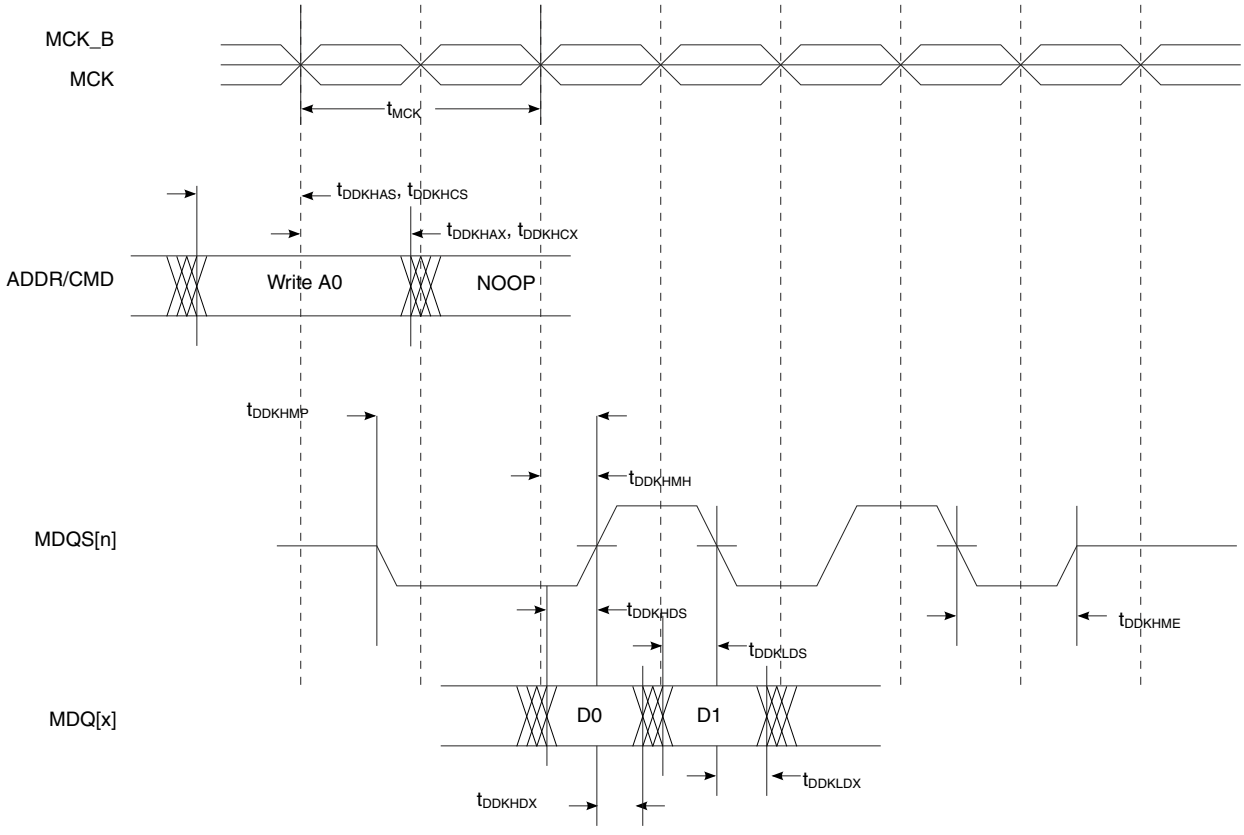

Figure 13. DDR4 SDRAM interface output timing diagram
1. All MCK/MCK_B and MDQS/MDQS_B referenced measurements are made from the crossing of the two signals. 2. ADDR/CMD/CNTL includes all DDR SDRAM output signals except MCK/MCK_B, and MDQ/MECC/MDM/MDQS/MDQS_B. 3. Note that tDDKHMH follows the symbol conventions described above. For example, tDDKHMH describes the DDR timing (DD) from the rising edge of the MCK[n] clock (KH) until the MDQS signal is valid (MH). The timing parameters listed in this table assume that the MCK and MDQS signals are programmed to launch from the controller using the same adjustment value. 4. Note that it is required to program the start value of the DQS adjust for write leveling. 5. Available eye for data (MDQ), ECC (MECC), and data mask (MDM) outputs at the pin of the processor. Memory controller will center the strobe (MDQS) in the available data eye at the DRAM (end point) during the initialization. 6. See Figure 13. on page 82.
3. Note that tDDKHMH follows the symbol conventions described above. For example, tDDKHMH describes the DDR timing (DD) from the rising edge of the MCK[n] clock (KH) until the MDQS signal is valid (MH). The timing parameters listed in this table assume that the MCK and MDQS signals are programmed to launch from the controller using the same adjustment value.
6. See Figure 13. on page 82.